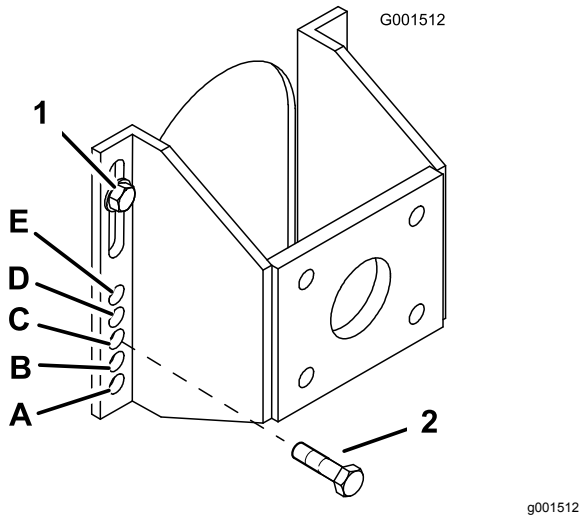

Figur 16
5. Lossa (men avlägsna inte) de två övre axelbultarna (Figur 16).
6. Avlägsna de två nedre axelbultarna (Figur 16).
7. Höj eller sänk monteringsfästet så att du kan montera de två axeljusteringsbultarna i önskade hål (Figur 16).